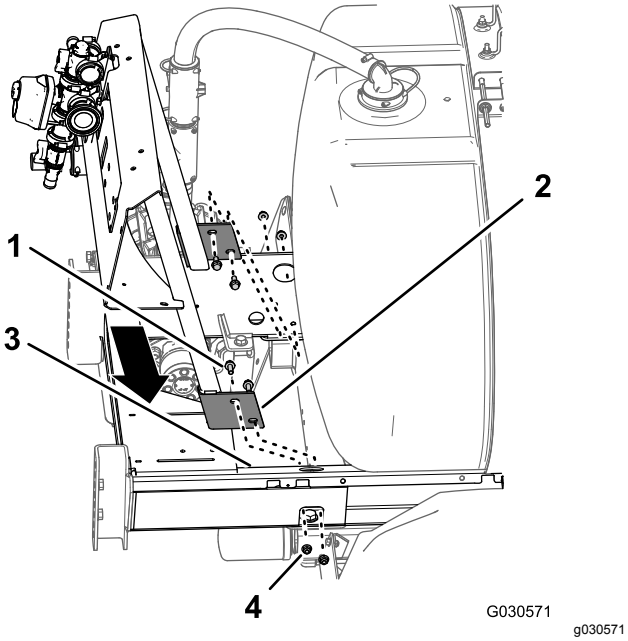

Figur 100
1. Juster hullerne i flangen på manifoldbeslaget til 10-ventilsystemet efter hullerne i stellet på sprøjtens chassis (Figur 100).
2. Monter manifoldbeslaget på sprøjtens stel (Figur 100) med de fire flangehovedbolte (3/8 x 1 tomme) og fire flangelåsemøtrikker (3/8 tomme), du fjernede i trin 3 i 18 Afmontering af manifoldbeslaget til 3-bomsektionssystemet (side 43).